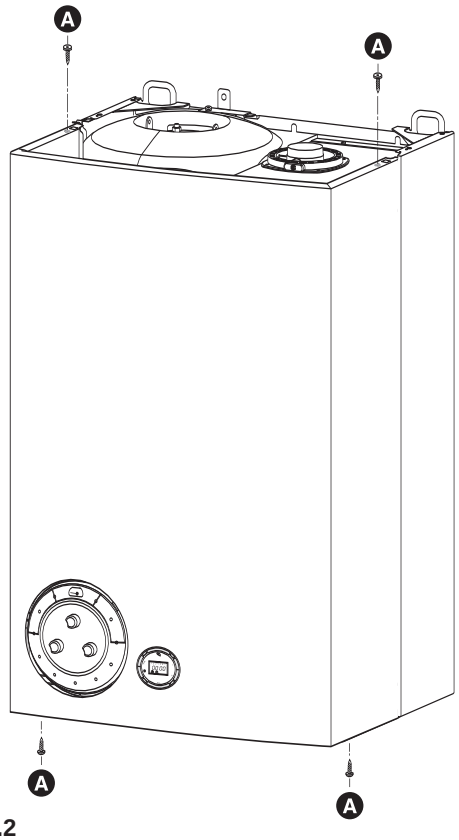

FIG. 15.2
- position the case (Fig. 15.2)